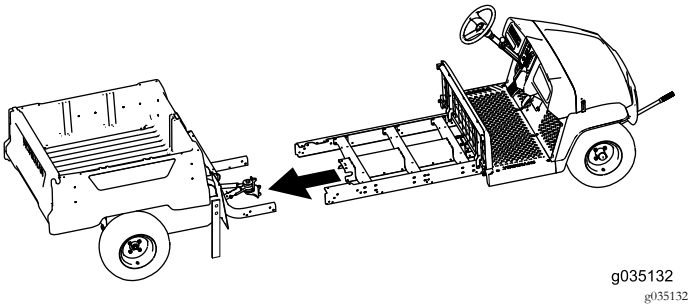

Figur 75
7. Be någon att hjälpa dig flytta ihop maskinens främre och bakre delar (Figur 75).